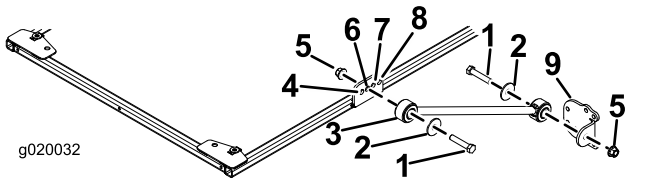

Figur 31
2. Fäst ett stag löst på båda sidorna om solskärmsramen i staget till fästets andra hål med en skruv (½ × 2½"), en bricka (½") och en flänsmutter (½") enligt Figur 31.
3. Fäst ett stag till fästet löst på varje stag med en skruv (½ × 2½"), en bricka (½") och en flänsmutter (½") enligt Figur 31.